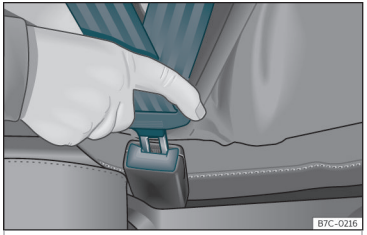

Fig. 9 Inserire la linguetta della cintura di sicurezza nella relativa chiusura.
- Incastrare la linguetta nella chiusura del relativo sedile››› **fig. 9**.